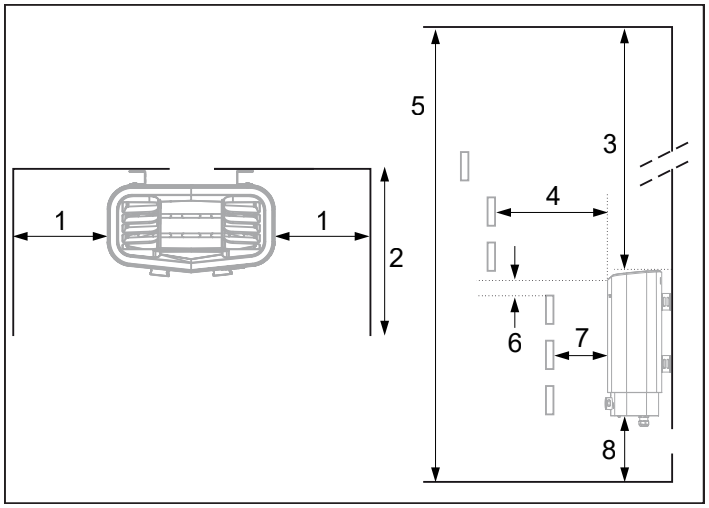

Rysunek 3: umiejscowienie pieca — montaż wnękowy (minimalna dozwolona pojemność 4 m³)
- na tej samej ścianie, na której znajdują się drzwi (albo na ścianie bocznej jak najbliżej ściany z drzwiami). Piec można także zainstalować we wnęce (patrz rys. 3),
Ustaw piec w bezpiecznej odległości od podłogi, bocznych ścian i elementów wyposażenia wnętrza (patrz rys. 3).